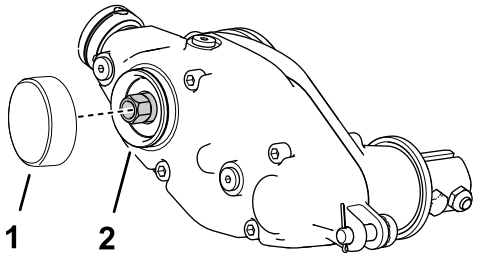

Figur 14
1. Påfør en cylindrisk bindemasse af middel styrke (f.eks. Green Loctite 609®) rundt om låseringens rille og yderdiameteroverfladen (Figur 14).
2. Montér hætten som vist i Figur 14.